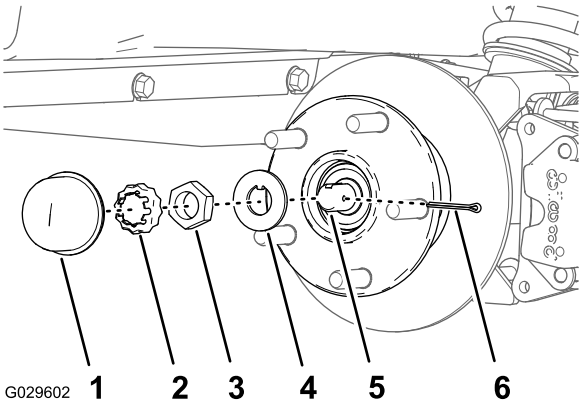
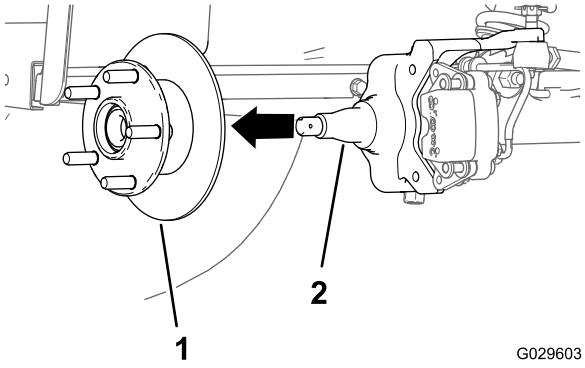

Figur 32
Figur 33
4. Fjern støvhetten fra navet (Figur 32).
5. Fjern hårnålssplinten og holdermutteren fra spindelen og spindelmutteren (Figur 32).
6. Fjern spindelmutteren fra spindelen, og skill navet og rotorenheten fra spindelen (Figur 32 og Figur 33).